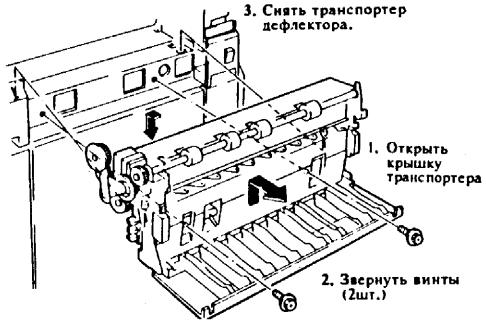

Рис.8 Снятие транспортера дефлектора
12. Снять транспортер дефлектора (рис.8).